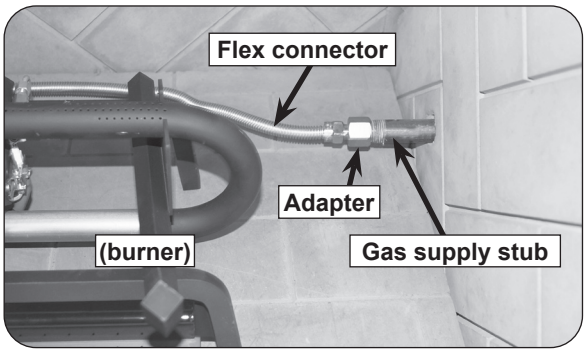

**Fig. 15-1** Connect gas supply
2. Locate the gas-supply stub inside the fireplace and remove the cap, if attached (reference Fig. 15-1).
4. **Be sure gas to the fireplace is off.** Remove the adapter connected to the flex connector (pre-installed on the burner system). Attach the adapter to the gas-supply stub using a pipe compound resistant to all gases. Tighten securely. Then attach the open end of the flex connector to the adapter. Tighten securely. (See Fig. 15-1.)